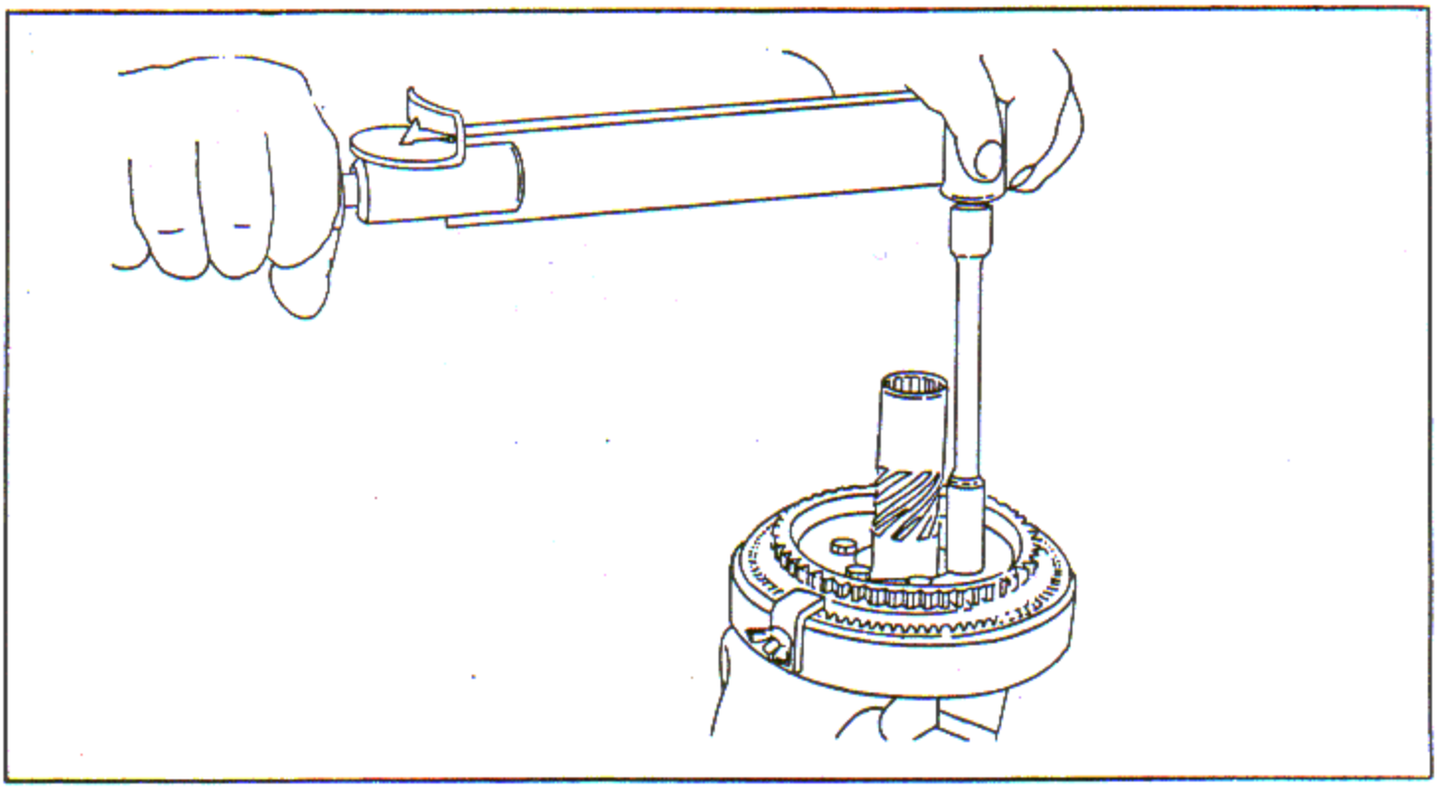

Figure 7-39. Torquing Fuel Pump and Dual Accessory Drive Gear to Shaft Screws
b. Torque the attaching screws to 80-85 inch-pounds. See figure 7-39. Lockwire the screws in pairs.